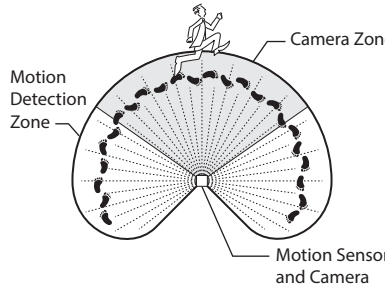

Figure 9
8. If needed, gently grasp the motion sensor and move it from side to side or up and down to the best position to pick up motion and to view the desired area using the camera (see Figure 9).